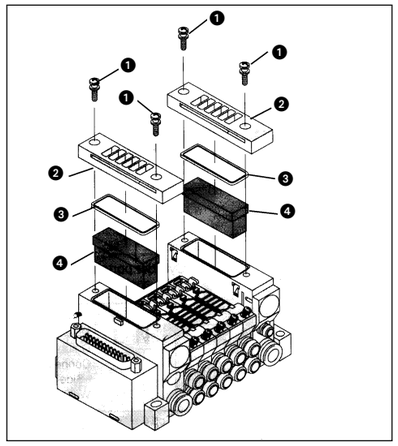

Afb. 22
Ingebouwde geluiddemper verwijderen (afb. 22). Verwijder de bevestigingsschroeven ❶ (afb. 22) van de afdekking. Verwijder de afdekking ❷ (afb. 22) en bewaar de pakking ❸ (afb. 22). Verwijder de oude geluiddemper ❹ (afb. 22) en gooi deze weg.
Geluiddemper vervangen (afb. 22)